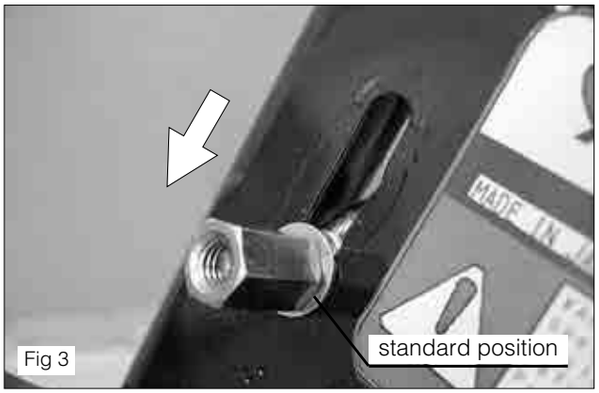

Fig 3
(3) In order to perform standard setting , lose the stopper and remove to the standard position.(see fig 3)